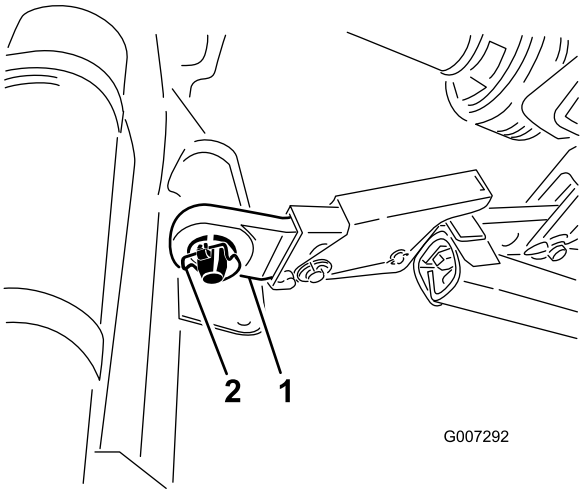

**Figur 4**
5. Sæt de nederste forbindelsesarme (højre og venstre) på koblingstapperne (Figur 4).
6. Fastgør de nederste forbindelsesarme til koblingstapperne med ringstifter (Figur 4).